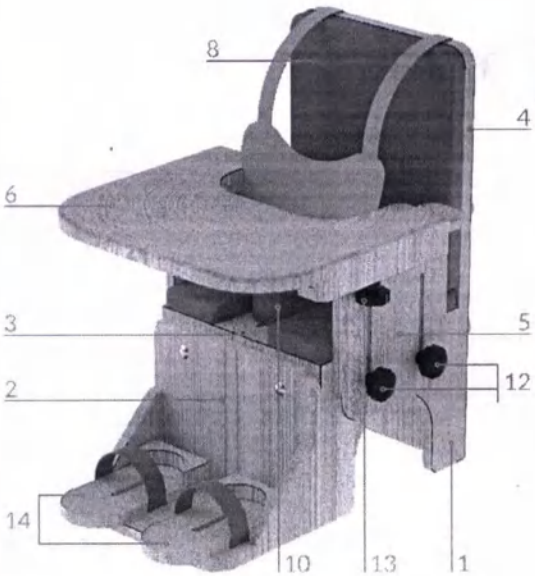

Рис. 2 – Общий вид опоры
Опора (рис. 2) состоит из ножек (1), к которым крепятся подножка (2), сиденье (3), спинка (4) и подлокотники (5), расположенные с левой и правой сторон опоры. К подлокотникам (5) крепится столик (6).
Столик (рис. 2)
Подножка (рис. 2 и 3)
Сиденье (рис. 2 и 3)
Спинка (рис. 2 и 4)